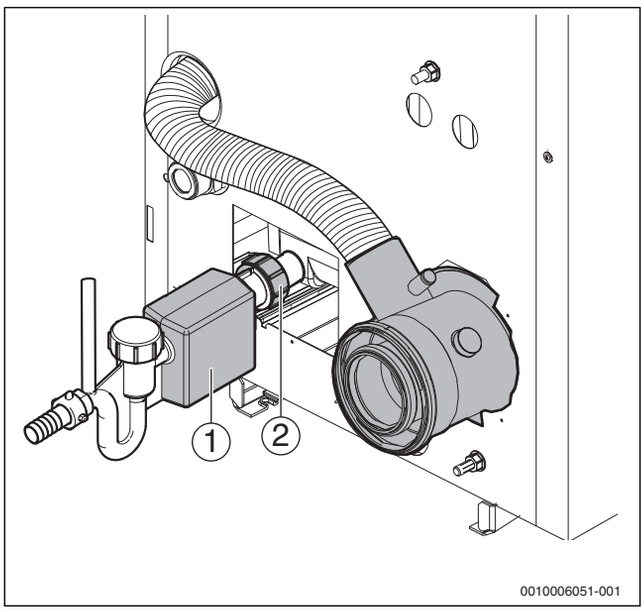

Bild 77 Kondensatwanne reinigen
- ▶ Siphon (→ Bild 77, [1]) an den Anschlussstutzen der Kondensatwanne (→ Bild 77, [2]) schrauben.